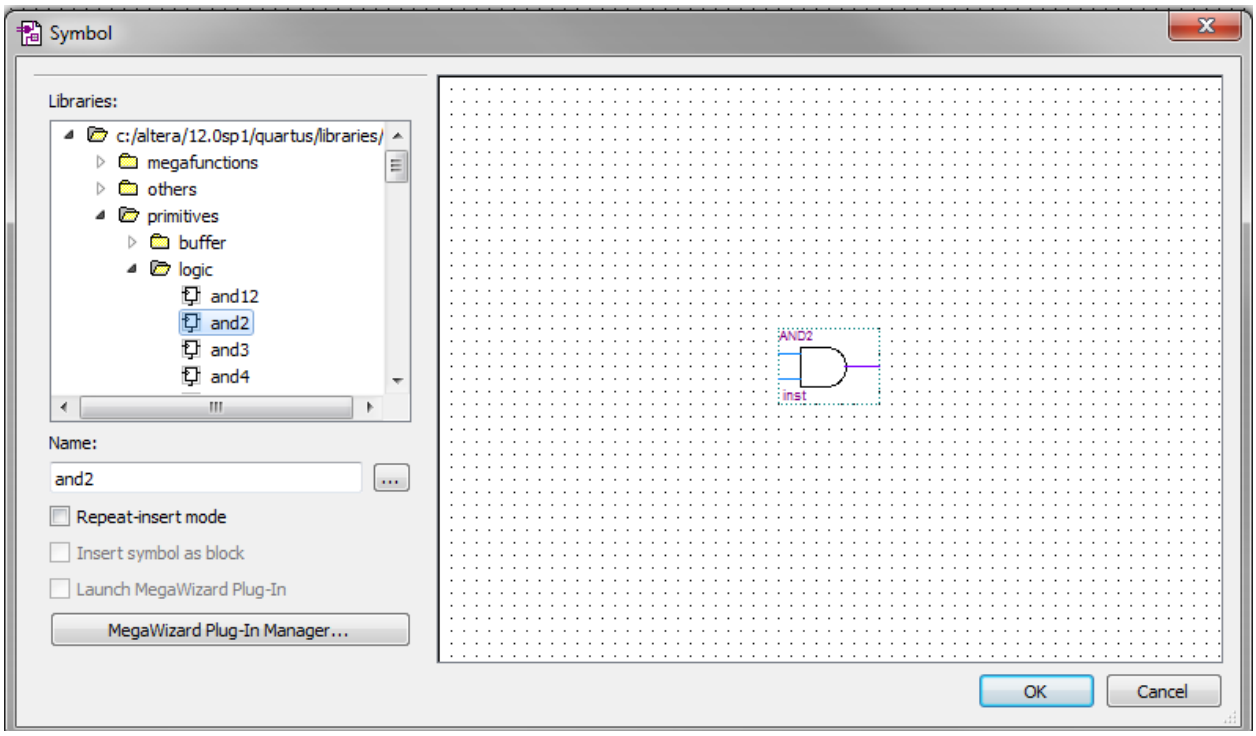

Figure 9. Importing a logic symbol from libraries.
3. Double click inside the Graphic Editor window to bring up the Symbol Importing window as shown in Figure 9. Select the item you want from the **Libraries** list box. To expand or contract the list click on the plus or minus sign respectively. Note that most items you need will be in the **primatives/logic or primatives/pin** folder. Alternatively, you may type the name of the item you want in the **Name** box from Table 1. ***and2*** (2-input AND gate) in this case. Click **OK**.